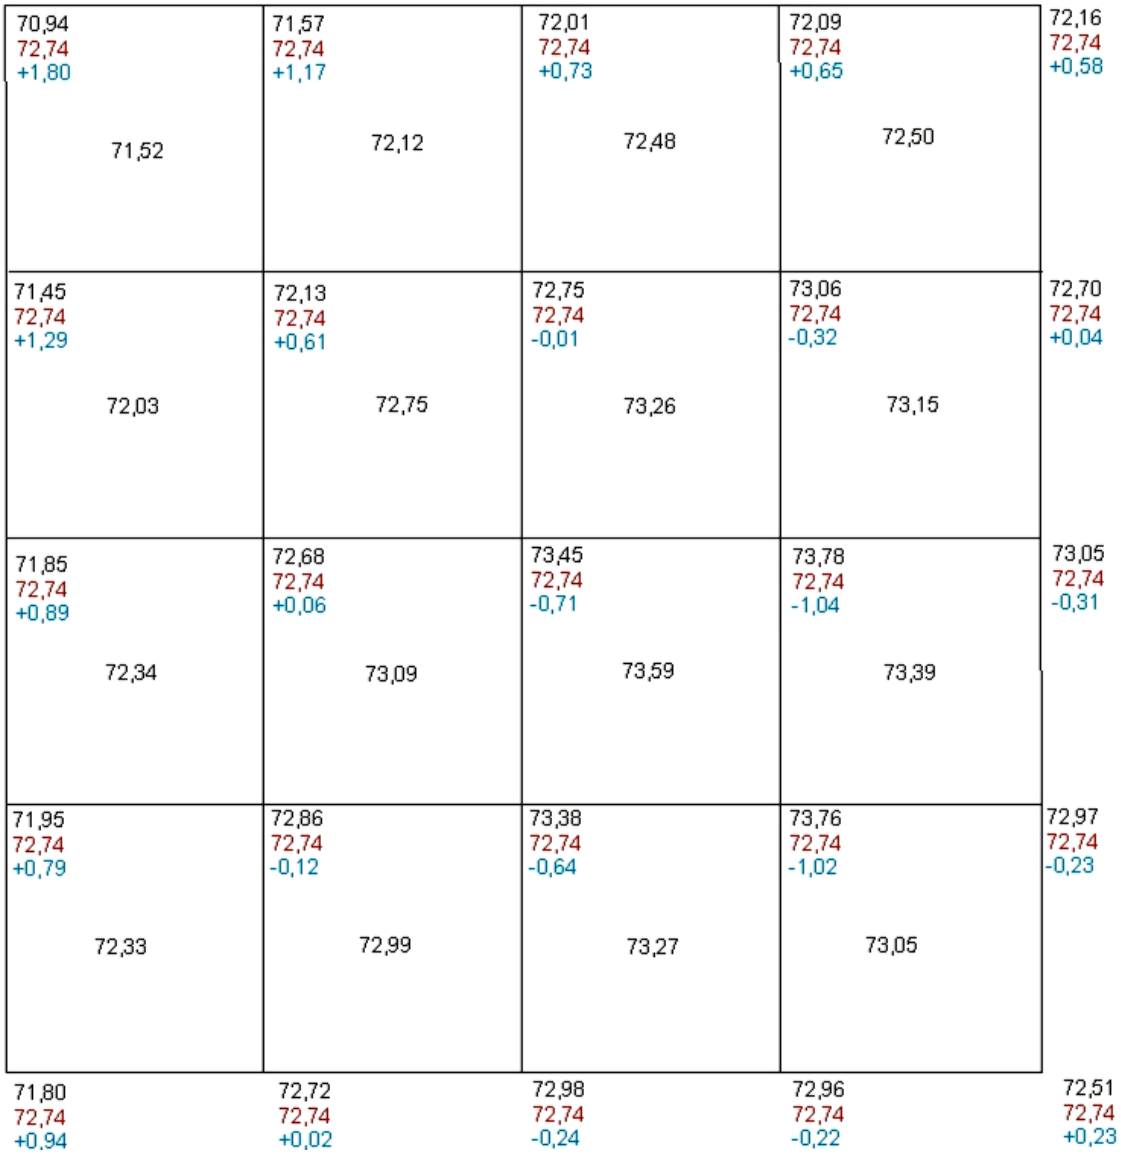

Рисунок 20. План вертикальной планировки
12. Составляем план квадратов в масштабе 1:1000 и у вершин квадратов выписываем чёрной тушью фактические отметки, красной тушью проектную отметку, синей - их рабочие отметки (см. рис. 20).